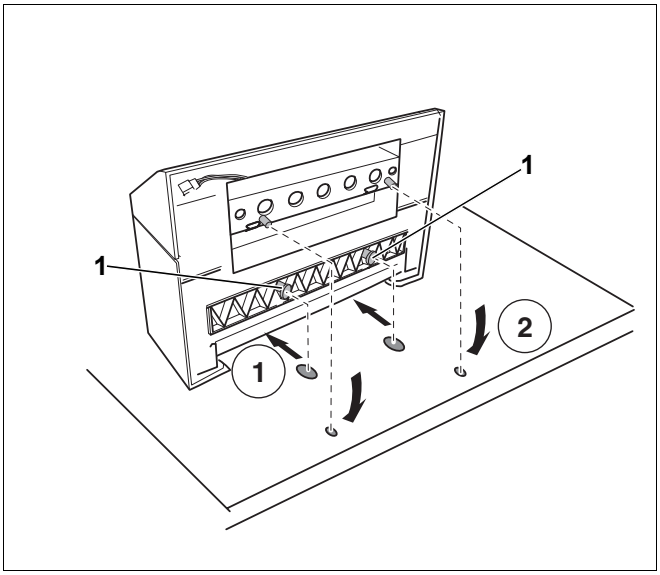

Afb. 6 Rregeltoestel op de verwarmingsketel monteren (aanzicht: achterzijde verwarmingsketel)
- Plaats de voorste haken (afb. 6, **pos. 1**) aan de onderzijde van het regeltoestel op de voorziene uitsparingen aan de verwarmingsketel en trek het regeltoestel naar voren (afb. 6, **stap 1**).
- Druk het regeltoestel naar onder, tot het vastklikt op de verwarmingsketel (afb. 6, **stap 2**).